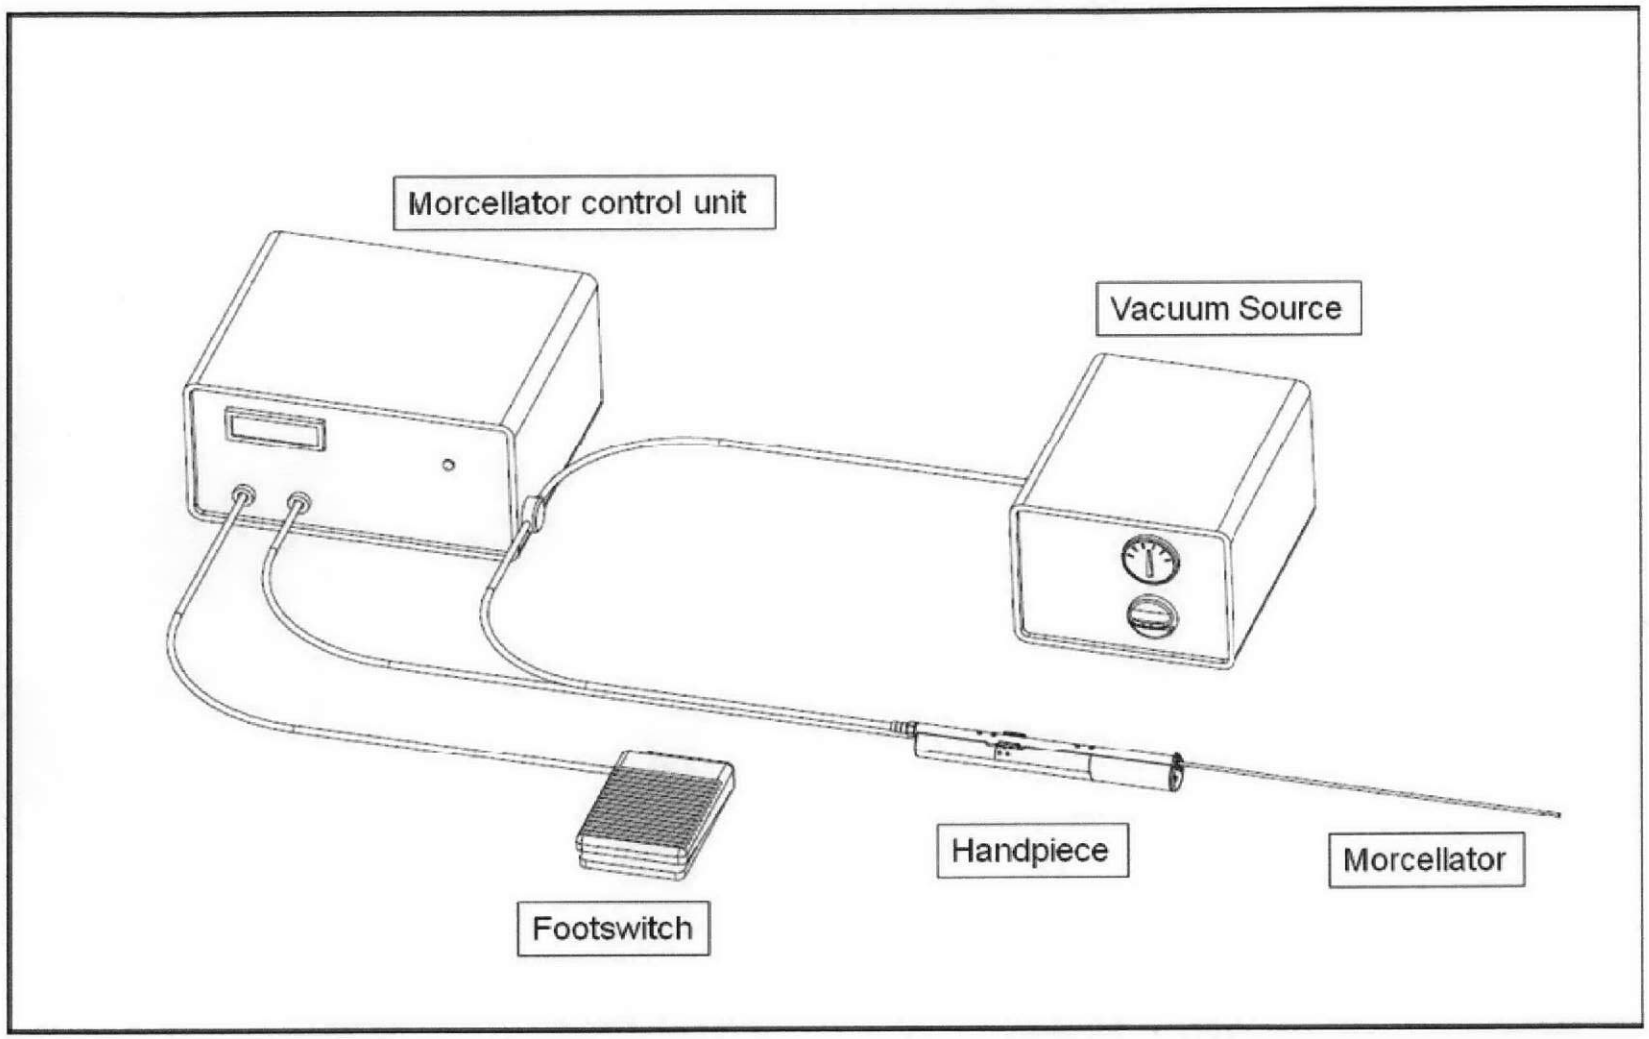

Figure 6. Morcellator Configuration Diagram
1. Review the System Configuration Diagram in Figure 6 for setup outline.